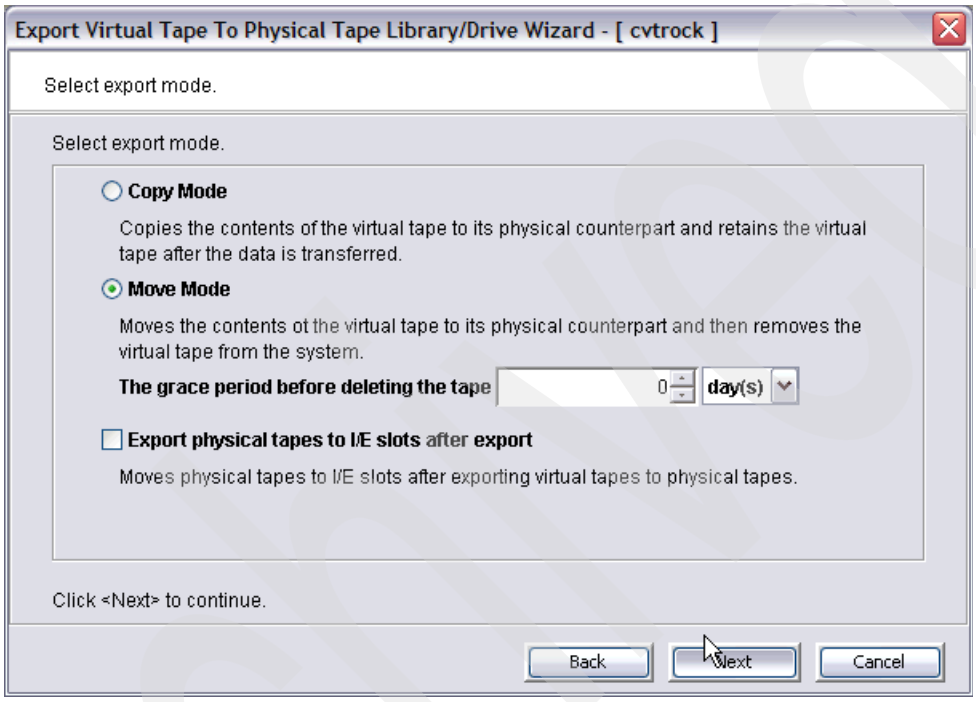

Figure 4-50 Selecting the export mode
3. In the next panel (Figure 4-50), select the export mode.